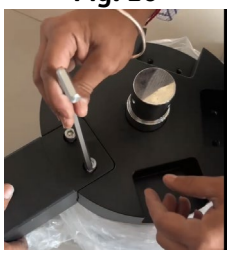

Fig. 27
4. **Refer Fig. 26 Open other two boxes and take out the 5 base legs and fix them onto the star base bottom with 8mm Allen wrench, then take out the Top plate and place onto the Assembled base and then fix the Guide plug with 4 mm Allen Wrench as shown in Fig. 27.**